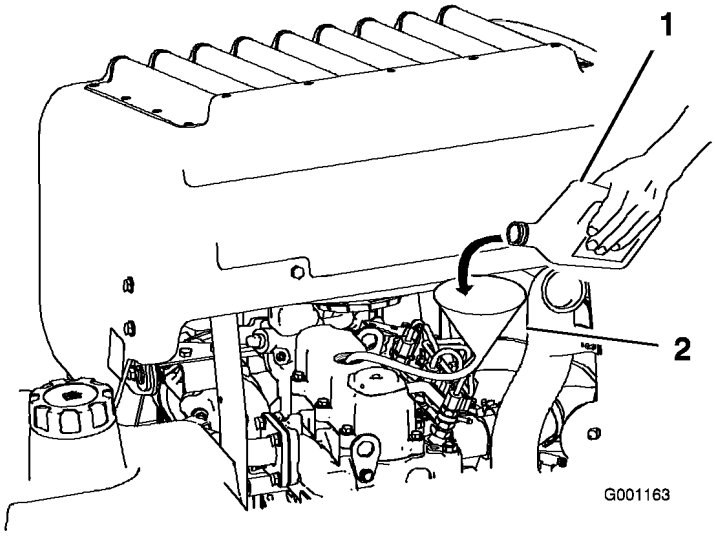

Figur 40
3. Bruk en slange og en trakt når du fyller olje på motoren (Figur 40).